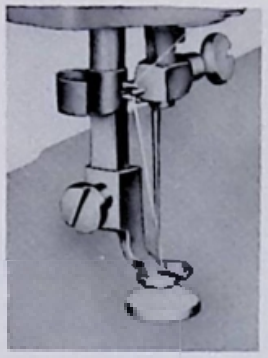

Fig. 30
3. Set zigzag stitch width stop at 0. Place the button so that its left hole comes directly under the needle, then gently lower the presser foot. Fig. 30.